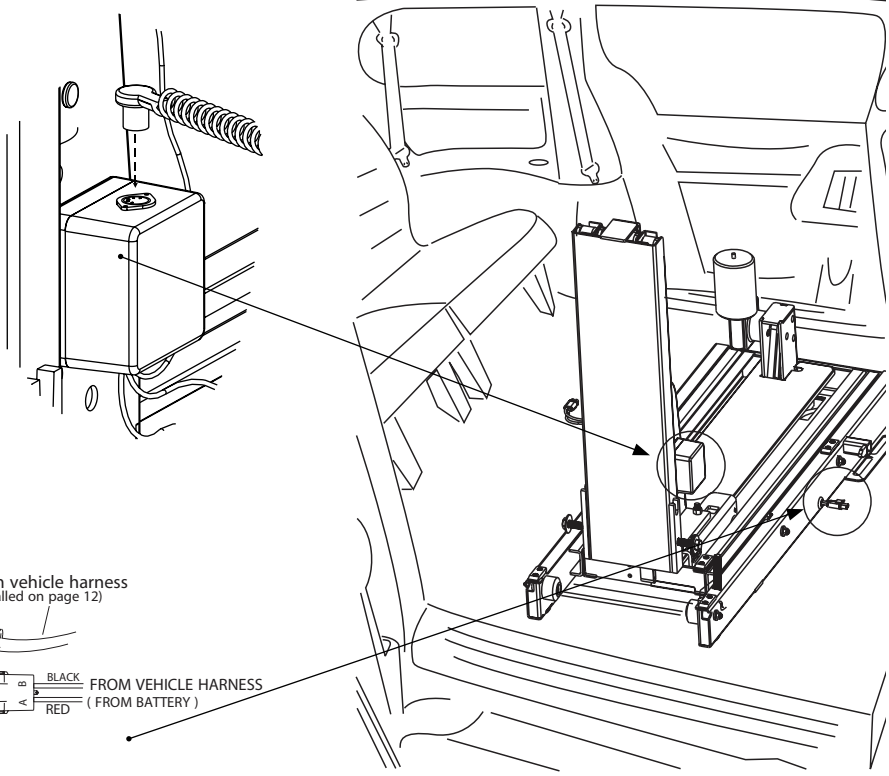

Figure 26-1
6. Plug Hand Controller into lift. *[Figure 26-1]*